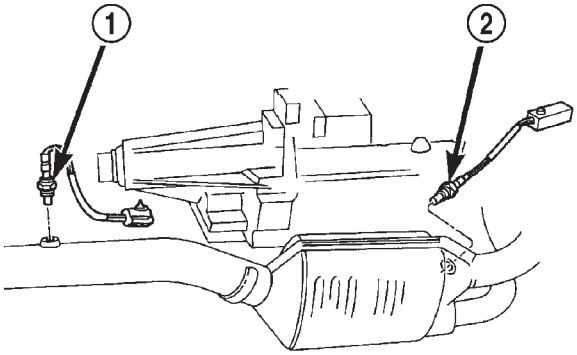
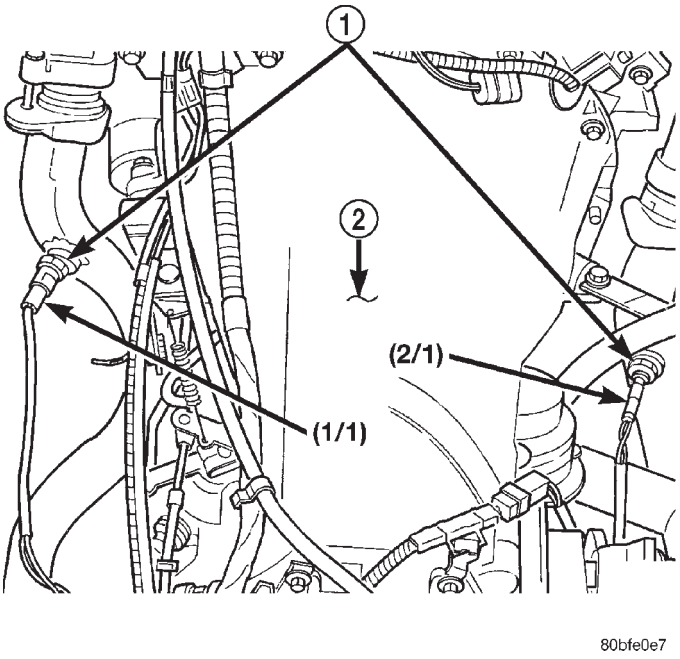
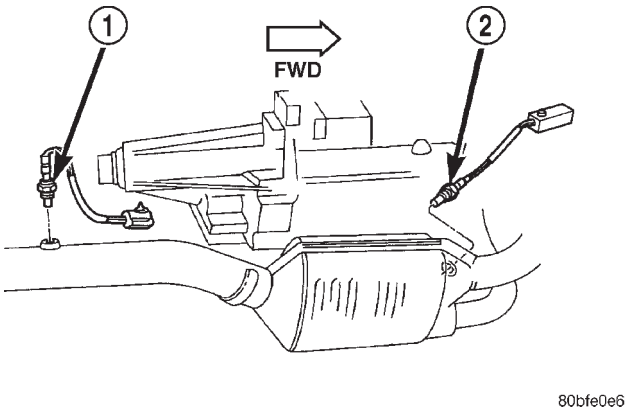

Fig. 18 Upstream/Downstream Oxygen Sensors
Fig. 19 Left/Right
Fig. 20 Pre-Catalyst/Post Catalyst Oxygen Sensors
(20) Raise and support the vehicle.
(21) Verify that all oxygen sensor wire connectors are firmly connected to the sensors. Inspect sensors and connectors for damage (Fig. 18), (Fig. 19) or (Fig. 20).